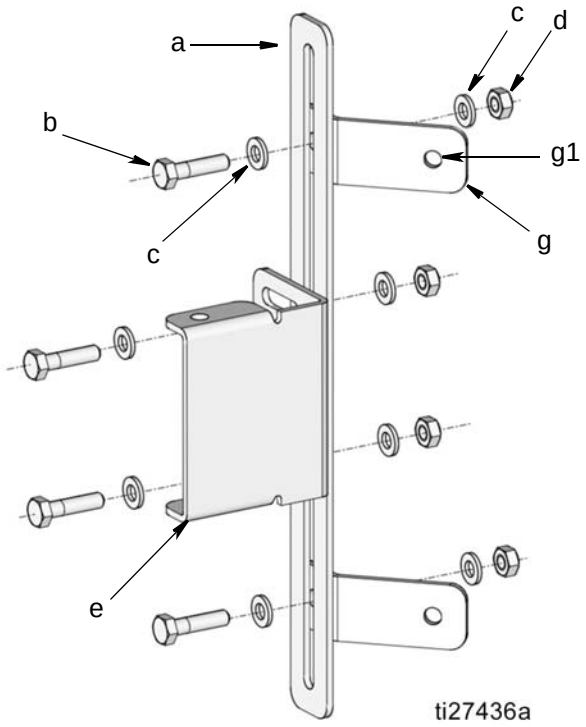

FIG. 45
b. Install the GLC2200 mounting base plate (e) to the mounting bracket (a) using bolts (b), washers (c) and nuts (d) as shown in FIG. 45. Wrench tighten nuts securely.
c. Install bracket fasteners (g) to mounting bracket (a) using bolts (b), washers (c) and nuts (d) as shown in FIG. 45. Fasten loosely to allow for final adjustment when installed to the Komatsu equipment.